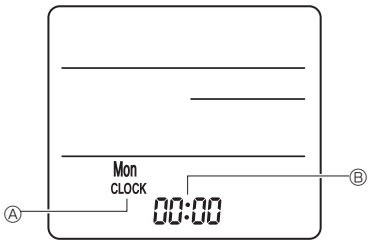

Fig. 6-8
3) Réglage (Réglage de l'horloge) (Fig. 6-8)
① Insérez les piles ou appuyez sur la touche ● CLOCK à l'aide d'un objet pointu.